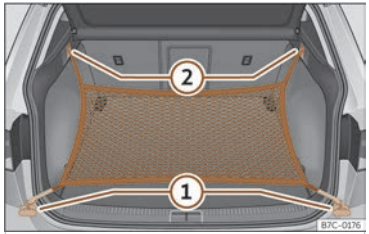

Fig. 171 En el maletero: argollas (1) y ganchos (2) para enganchar la bolsa de red.
- Fije los ganchos cortos de la red en las argollas de amarre ››› fig. 171 ① ››› ⚠. La cremallera de la bolsa tiene que quedar hacia arriba.
- Fije las cintas en los ganchos para colgar bolsas ②.